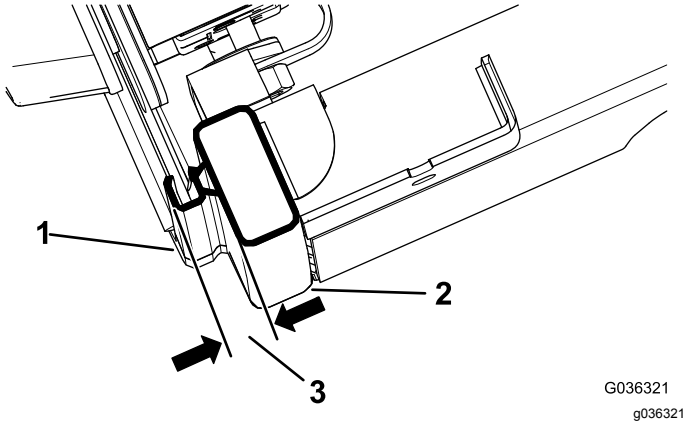

図 5
3. ドアを完全に閉めて、バブルシートからキャブレールのシール面までの高さを測り、この高さが図 5のように 1.92.2cm になっていることを確認する。